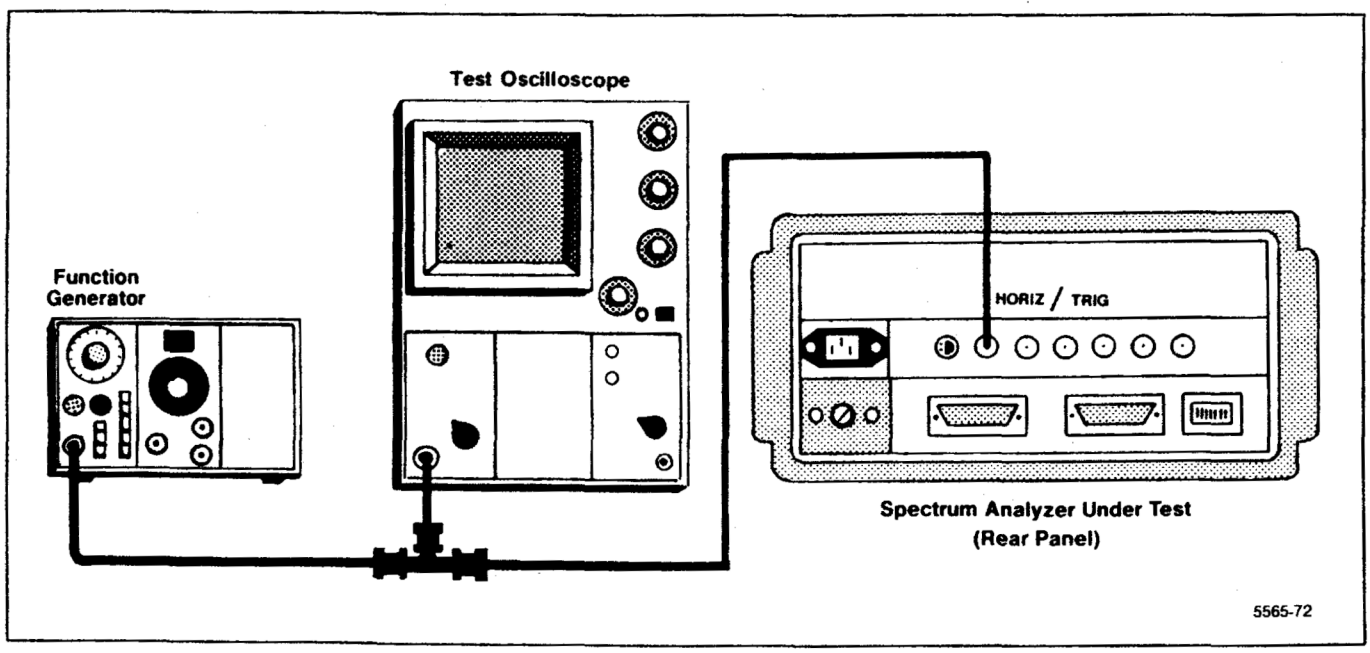

Figure 4-22. Test equipment setup for checking external triggering and horizontal input characteristics.
h. Connect the test equipment as shown in Figure 4-22.
a. Connect the test equipment as shown in Figure 4-22. Set the Spectrum Analyzer controls as follows: